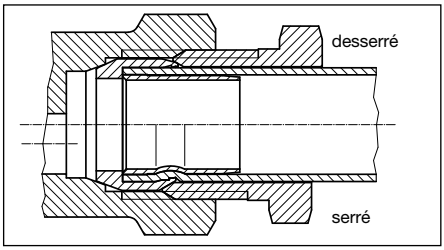

Fig. 2 Raccord à serrage «Ofix»
2. Lors de l'utilisation de tubes en cuivre à paroi mince ou souples, munir les extrémités du tube de bagues de renforcement (accessoires) avant le montage du raccord à serrage. Les bagues de renforcement donnent la rigidité intérieure nécessaire pour garantir un serrage et une étanchéité parfaits entre la tuyauterie et le robinet thermostatique (voir fig. 2).